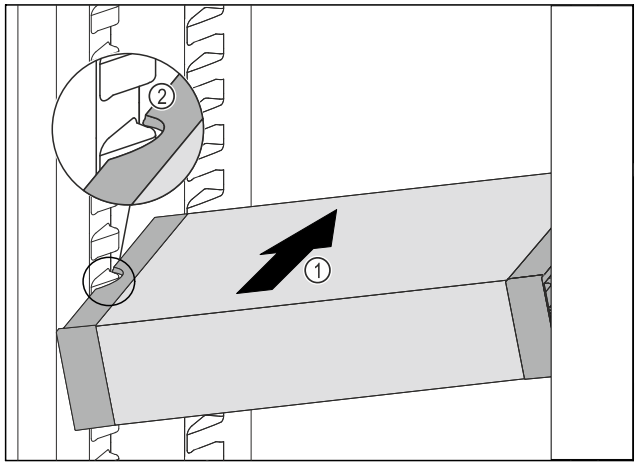

*Fig. 101*
▶ Insert the VarioSafe into the fridge section at an angle *Fig. 101 (1)* until the recesses in the side *Fig. 101 (2)* of the VarioSafe are at the level of the support rib in the fridge section.